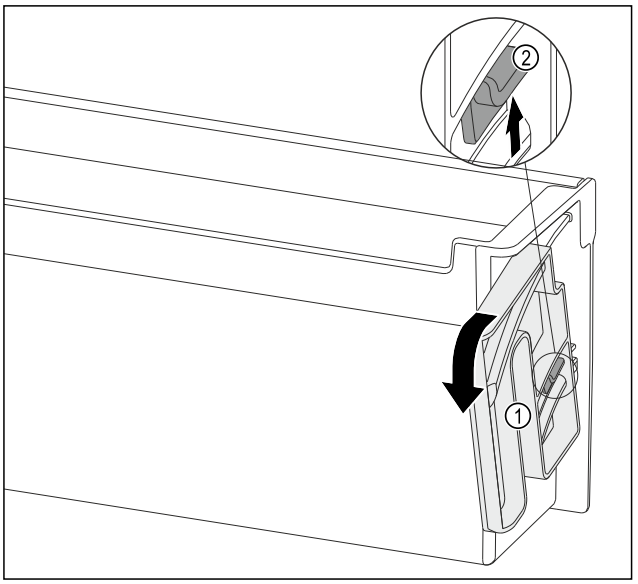

Fig. 150
▶ Turn the swivel unit *Fig. 150 (1)* in the specified direction as far as it goes.
▶ Push the tab *Fig. 150 (2)* up and remove the swivel unit *Fig. 150 (1)*.